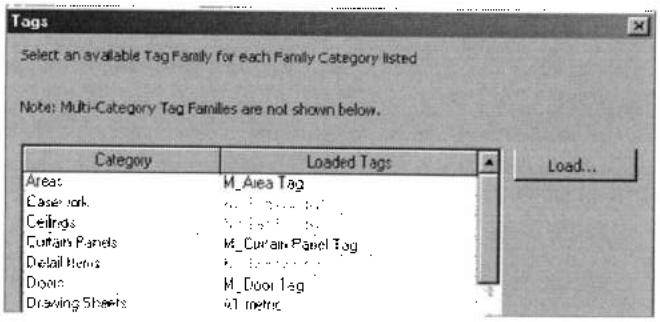

Рис. 33.3. *Перечень марок, существующих и загруженных в проект*
3. Навести курсор на маркируемый элемент. Если для категории маркируемого объекта в проект загружена марка, появится ее обозначение. При ее отсутствии открыть в строке параметров кнопкой **Tags** одноименный бокс (рис. 33.3), где в графе **Category** (Категория) перечислены категории семейств, для которых в библиотеке семейств есть соответствующие марки. В списке **Loaded Tags** (Загруженные марки) для марок, не загруженных в текущий проект, уста-